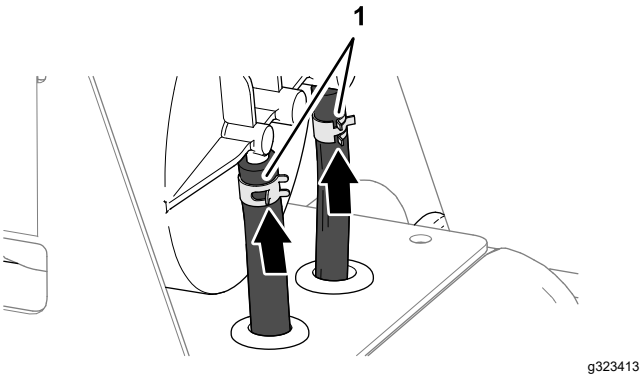

Figur 91
4. Fäst slangarna på kopplingarna med slangklämmorna (Figur 91).